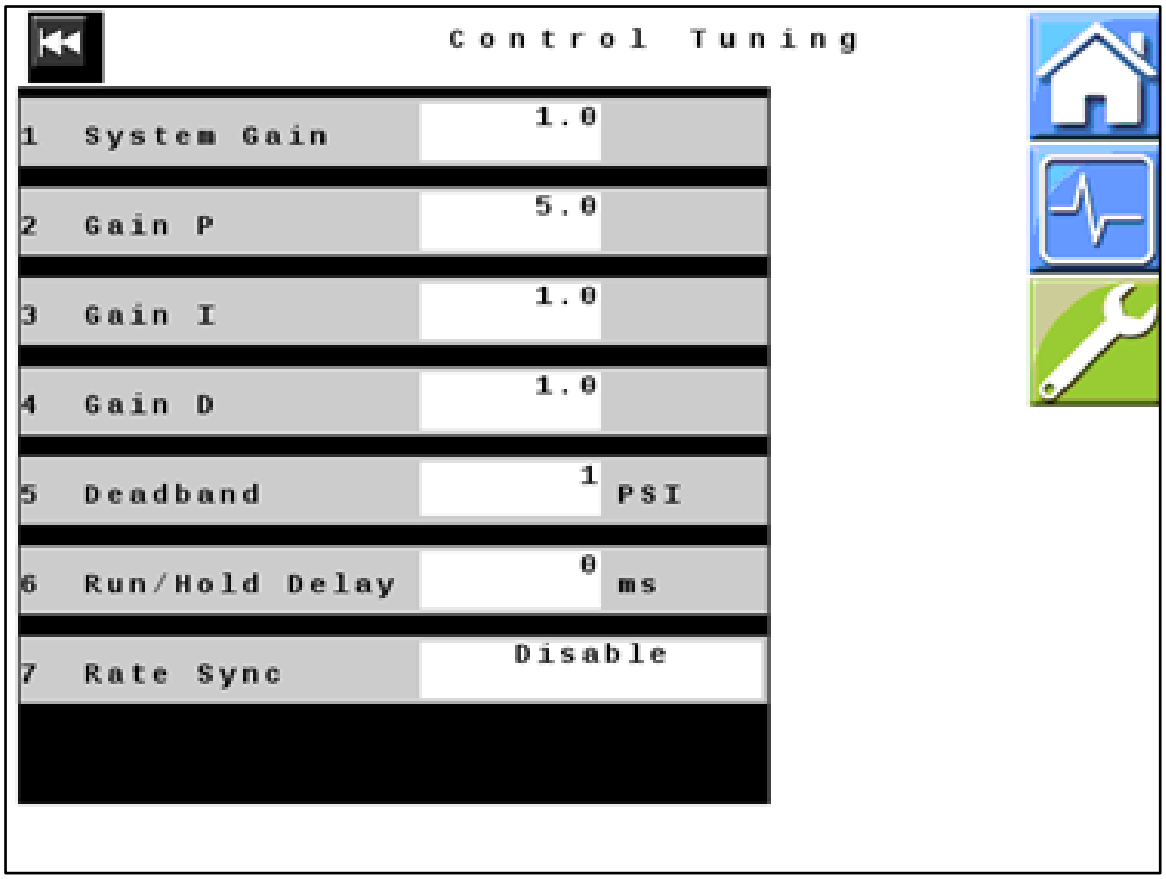

Figure 18 — Control Tuning
33. *Figure 18:* Verify that all values displayed on your unit match those shown here. Change values if necessary.